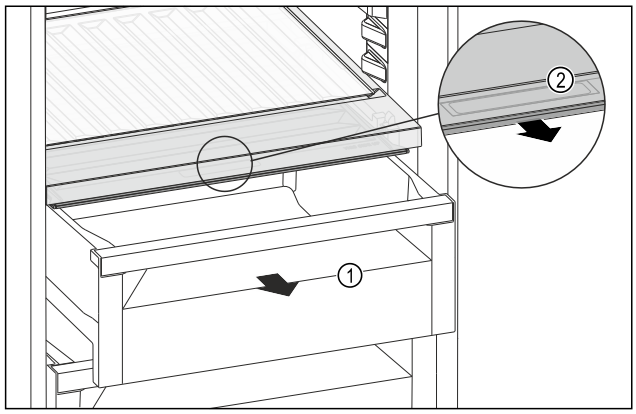

Fig. 195
▶ Izvelciet atvilktni *Fig. 195 (1)*.
▶ Satveriet nodalījuma vāka roktura padziļinājumu *Fig. 195 (2)* un vienlaikus pavelciet nodalījuma vāku uz priekšu.